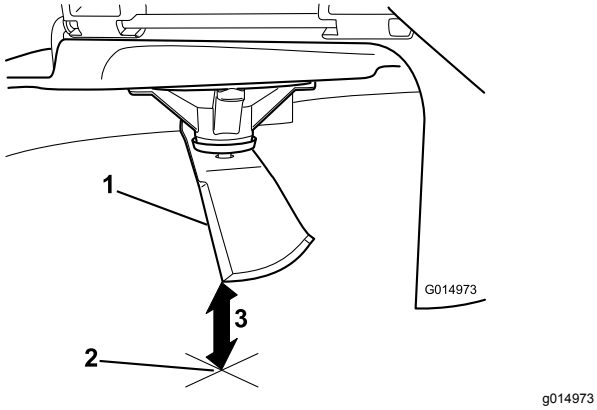

Figur 103
3. Mål fra knivtuppen til den flate overflaten (Figur 103).